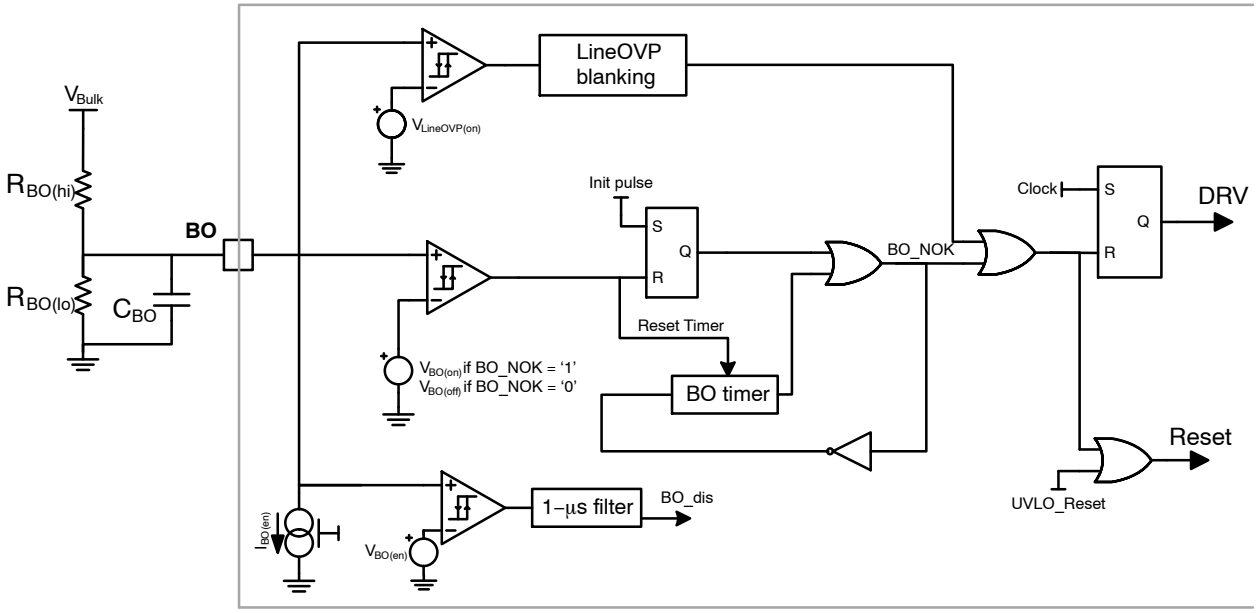

Figure 34. Simplified BO pin schematic
Power supplies are always designed to operate with a specific bulk voltage range. Operation below minimum bulk voltage level would result in current and temperature overstress of the converter power stage. The NCL30125 controller features a Brown−Out (BO) input in order to precisely adjust the bulk voltage turn−on and turn−off levels. When the BO pin voltage exceeds $V_{BO(on)}$, the input is considered sufficient. On the contrary, if V_{BO} remains below $V_{BO(off)}$ for 50 ms, the circuit detects a brown−out situation and stops pulsing until the input level goes back to normal and resumes the operation via a new soft start sequence. The internal circuitry is shown in Figure 34.